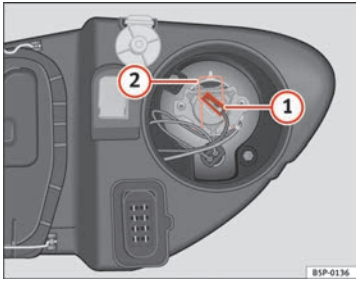

Fig. 191 Main beam headlights
– Remove the connector ⇒ fig. 191 (1) from the bulb.
– Press the spring ⇒ fig. 191 (2) inwards and to the right.